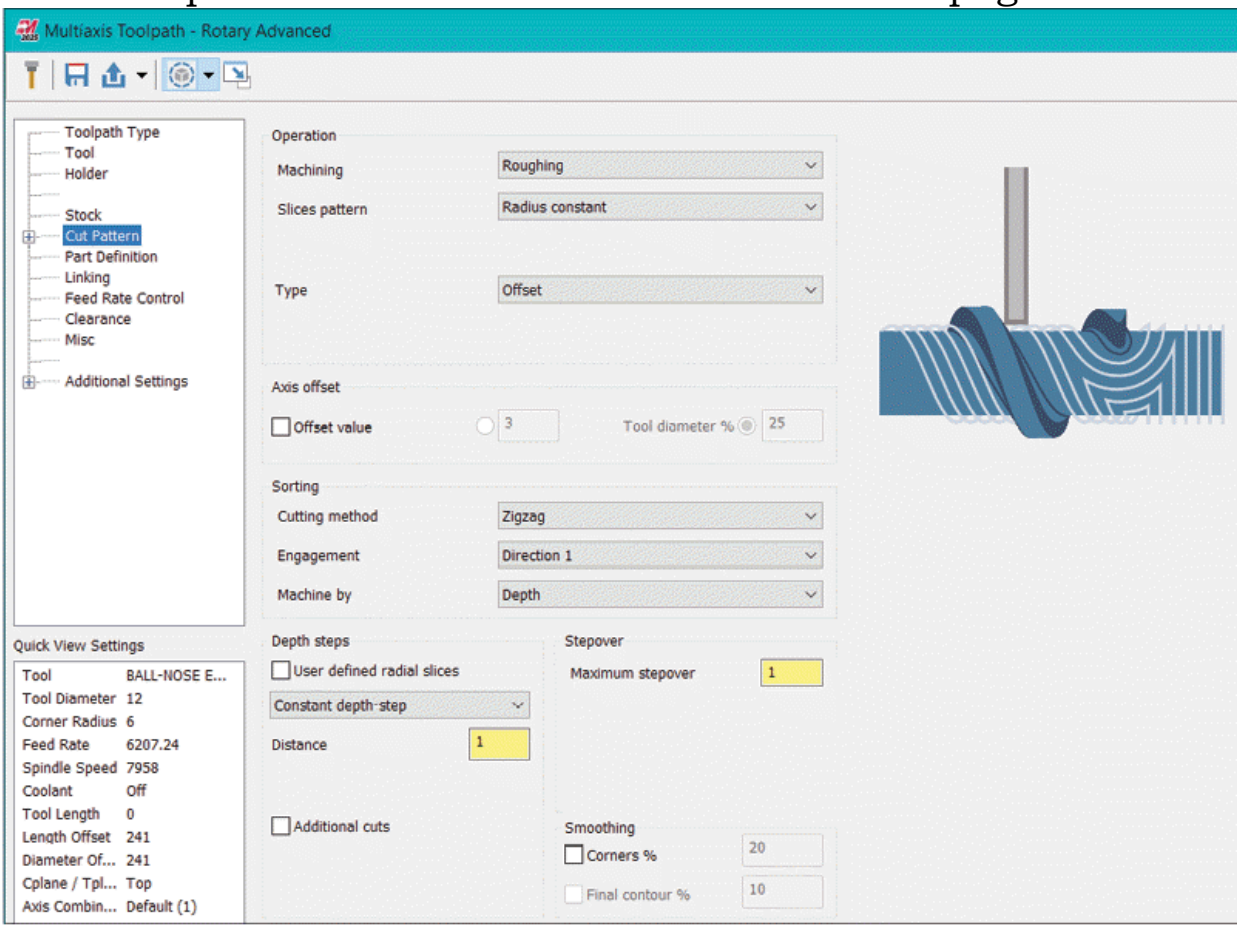

Figure-54. Multiaxis Toolpath-Rotary Advanced dialog box
- Click on the **Cut Pattern** option from the left area of the dialog box to define pattern in which cutting passes will be created. The **Cut Pattern** page will be displayed in the dialog box; refer to Figure-54.